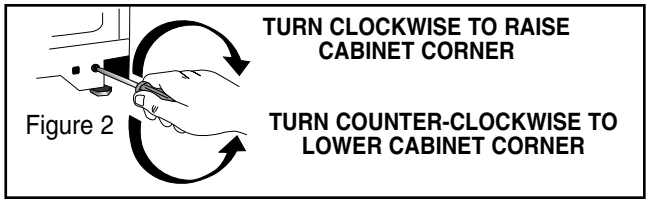

Figure 2
- Refrigerator models that have adjustable wheels can be leveled by removing the base grille and adjusting the wheels with a 1/4" socket or screwdriver. (See figure 2.)